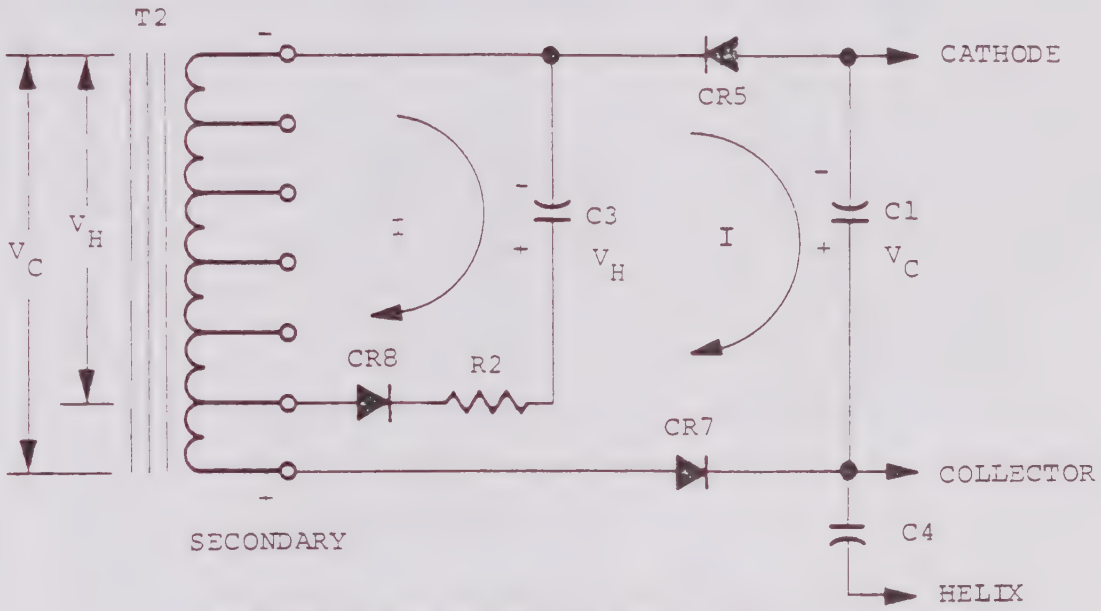
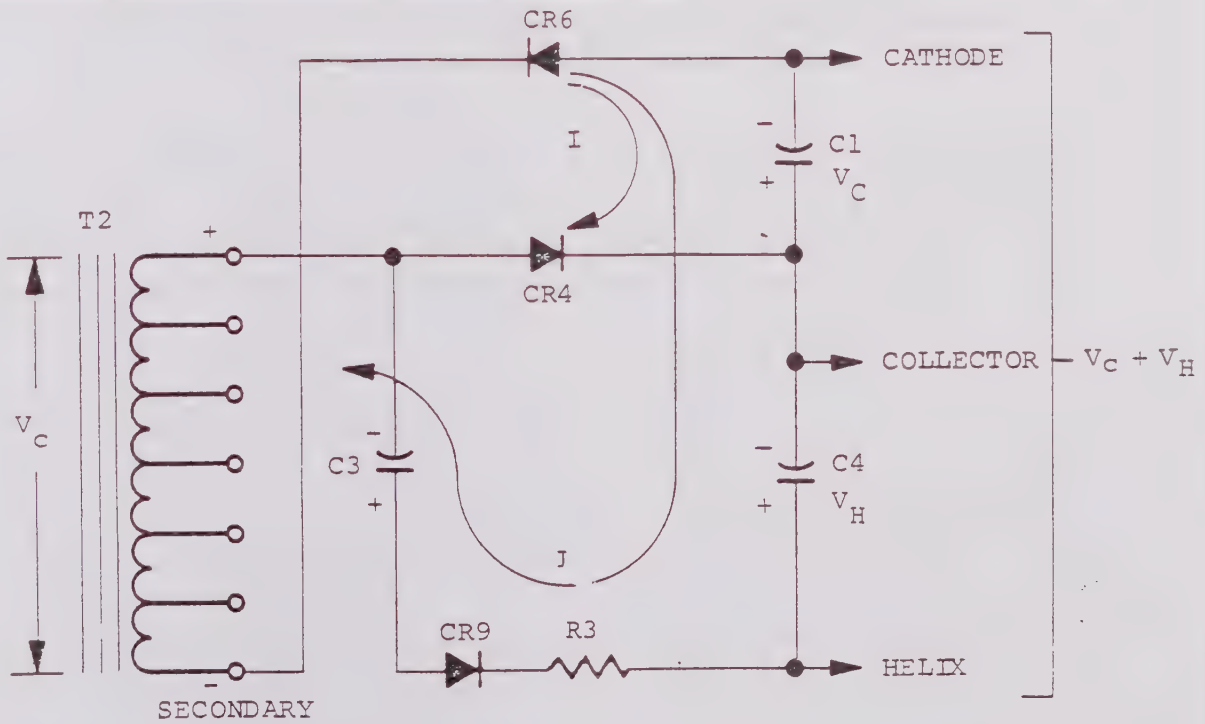

FIGURE 5-9A NEGATIVE HALF CYCLE
FIGURE 5-9B POSITIVE HALF CYCLE
5.2.6.5 Helix Supply. The helix and collector supplies share a number of components. A simplified schematic is shown in Figure 5-9. The circuit for the helix supply is a modified form of a cascade doubler. During the negative portion of the AC input cycle when the top of the transformer is negative (Figure 5-9a) diode CR8 is forward biased and C3 charges to peak voltage V_a. During the next half cycle (Figure 5-9b) CR8 is reverse biased and acts like an open circuit. The voltage V_c on the output of the transformer and the charge (V_h) of C3 are additive so that C1 and Cr are charged to $V_c + V_h$ through diode CR6 and CR9. Note that the helix to cathode voltage is $V_c + V_h$ and that the charge on capacitor C4 is V_h. Resistor R7 is a bleeder